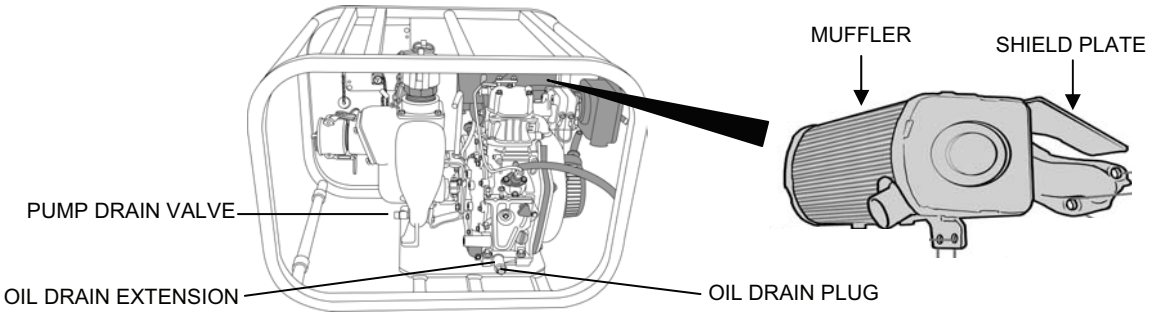

Figure 3. Diesel Engine Pump Drain, Oil Drain Extension, and Muffler Shield Plate.
g. Open the pump drain valve and drain any water remaining in the pump, then close the valve (see Figure 3).
a. Remove the oil drain plug from the new engine. Install the oil drain extension and washers that were removed from the old engine. Install the drain plug on the extension (see Figure 3).
d. Install the exhaust shield plate on the top of the muffler assembly (see Figure 3).